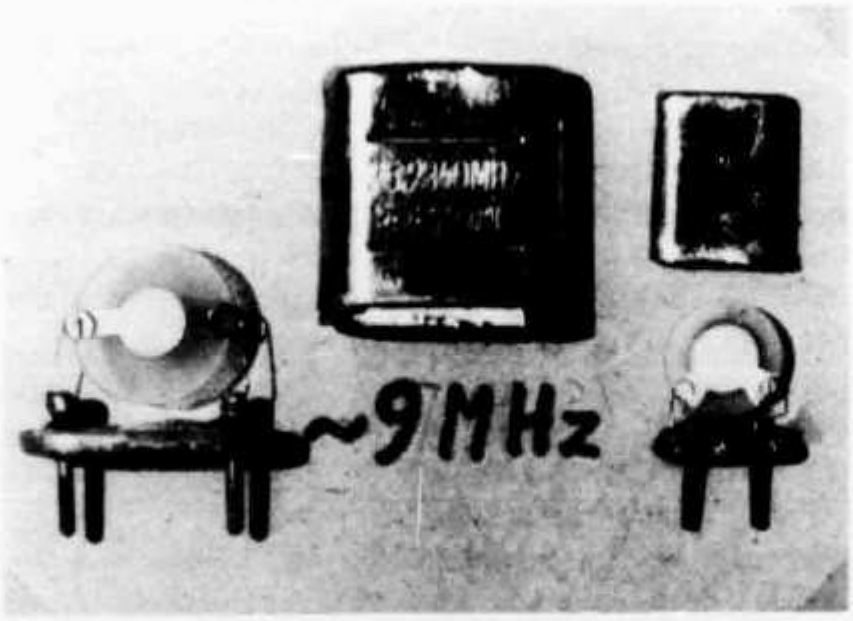

Abb. 1.
Im Frequenzbereich von rd. 1 bis 15 MHz werden fast ausnahmslos AT-Quarze (Dickenschwinger) häufig in HC-6/U-Gehäusen eingesetzt. Die Resonanzfrequenz (f_0) hängt von der Dicke (d) der zumeist runden **(Abb. 1)** Quarzscheibe (1) ab:
nicht übersteigen, weil sonst die innere Erwärmung der Quarzscheibe zu einer Frequenzdrift führt. Die Formel zeigt aber auch, daß der Durchmesser mit steigender Arbeitsfrequenz kleiner und damit die Scheibe dünner werden darf. Kleine Quarze in einem entsprechend kleinen Gehäuse **(Abb. 1)** erweitern den Einsatzbereich von AT-Quarzen [2] zu höheren Frequenzen. Eine gewisse Parallele ist darin zu erblicken, daß Tieftonlautsprecher bei gleicher Leistung größere Abmessungen haben als Hochtöner.